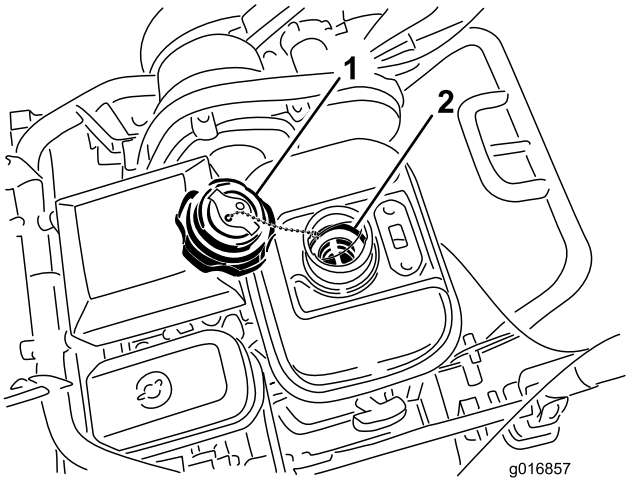

Figura 37
3. Desenrosque y retire el tapón del depósito de combustible (Figura 37).